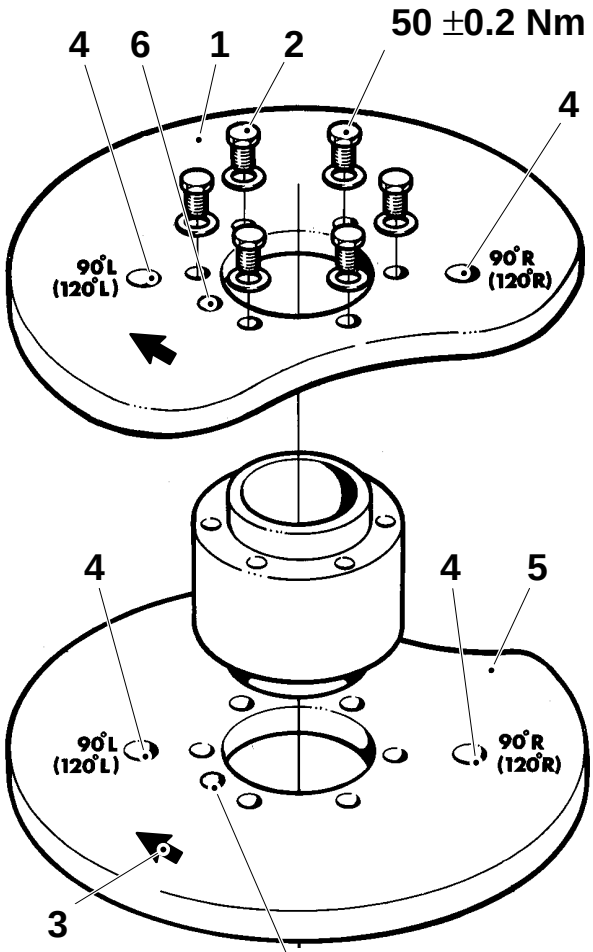

Fig. 1
Place the arm cam (1) and the yoke cam (5) so that the text at the holes (4) reads right side up and the arrow (3) points **clockwise**, see fig. 1.
In this position, fit the cams together and tighten the screws (2) lightly, see fig. 1.